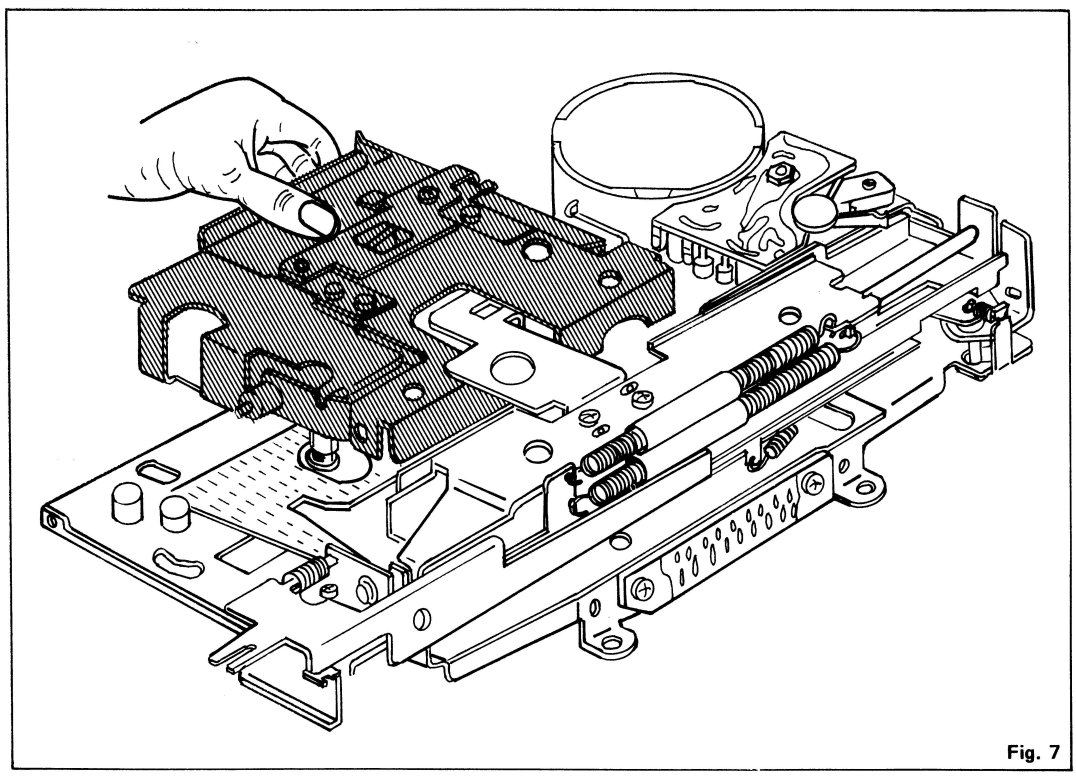

Fig. 7
6-2 Method of Removing Pack Guide Ass'y (960-2918-00) (See Fig.7, 8)
1) Turn the pack guide Ass'y (960-2918-00) at right angles (in the same horizontal) as shown in Fig. 7.
2) Next turn the pack guide Ass'y (960-2918-00) in the vertical direction and take off through the head slot of the reel bade Ass'y (960-2926-00) (See Fig.7, 8)